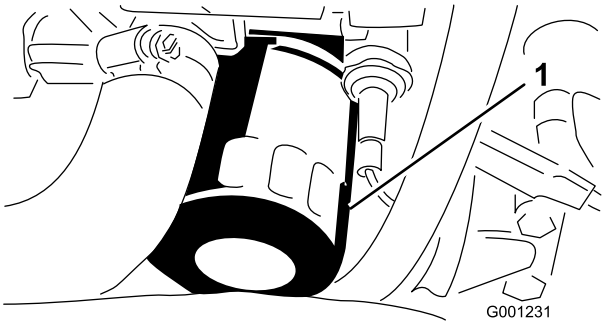

**Figur 49**
6. Afmonter og udskift oliefilteret (Figur 49).